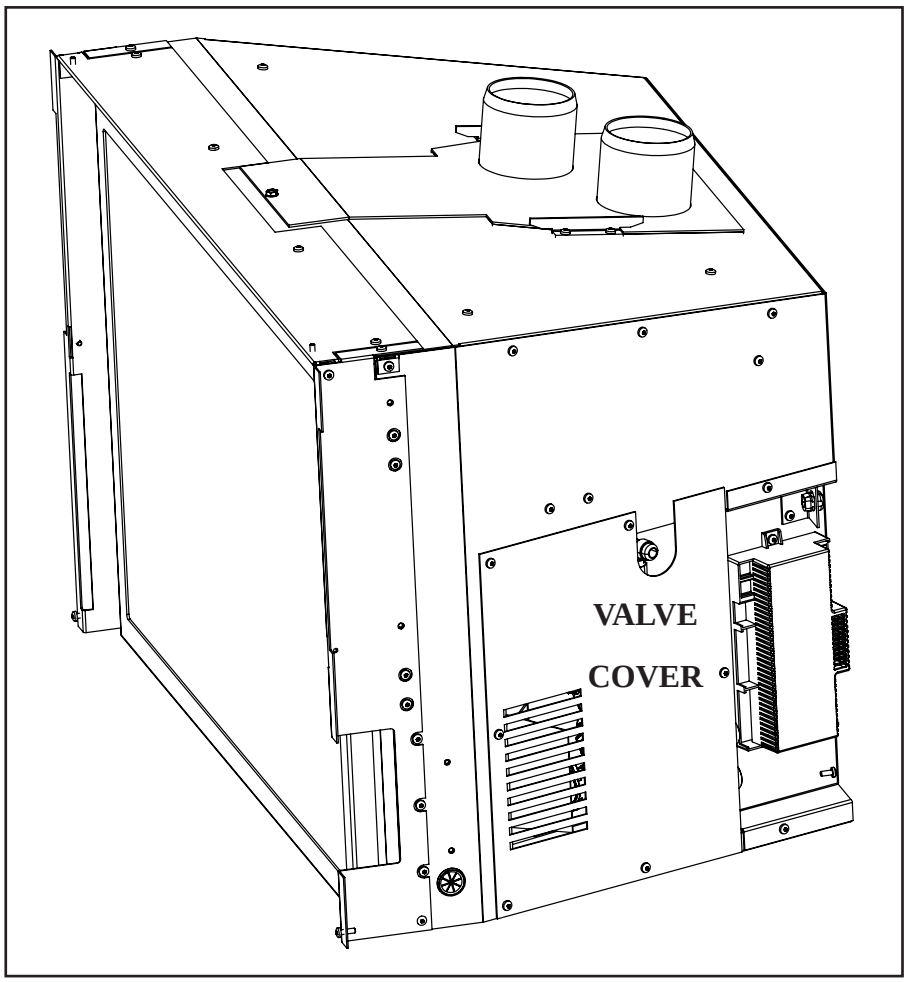

Figure 22: Valve Cover.
1. Use a T-20 screwdriver to remove the six screws that hold down the valve cover shown in Fig. 22.